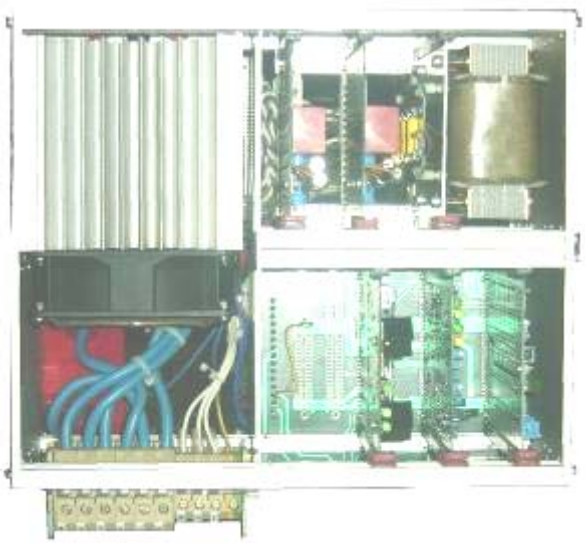

Рисунок 4.1.d5: справа регулятор напряжения, слева MINIPACK
*Регулятор напряжения* (рис. 4.1.d5) состоит из блока шести электросхем размером *3HE* , и является контролем тиристорного моста для регулирования напряжения на первичной обмотке трансформатора высокого напряжения. Этот аппарат может быть управляем и может сообщать PLC о некоторых аномалиях и/или повреждениях, которые могут обнаружиться в группе блока питания. Ссылаясь на рисунок справа регулятора напряжения, схемы называются следующим образом, начиная с первой слева: